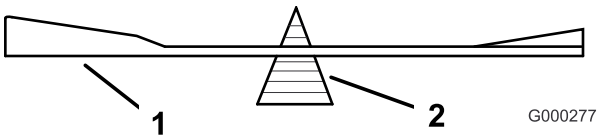
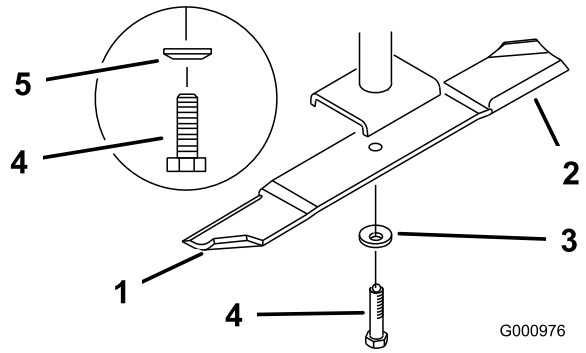

Figur 80
Figur 81
2. Fjern knivbolten, fjederskiven og kniven fra spindelakslen (Figur 81).
2. Kontroller skæreknivens balance ved at placere den på en afbalanceringsenhed (Figur 80). Hvis skærekniven forbliver i en vandret position, er kniven afbalanceret og kan benyttes. Hvis kniven ikke er afbalanceret, skal der slibes lidt mere metal af enden af sejlområdet (Figur 81). Gentag denne procedure, indtil kniven er afbalanceret.
1. Monter kniven på spindelakslen (Figur 81).
2. Monter fjederskiven og knivbolten. Fjederskivens konus skal installeres mod boltens hoved (Figur 81). Tilspænd knivbolten med et moment på 115–149 Nm.